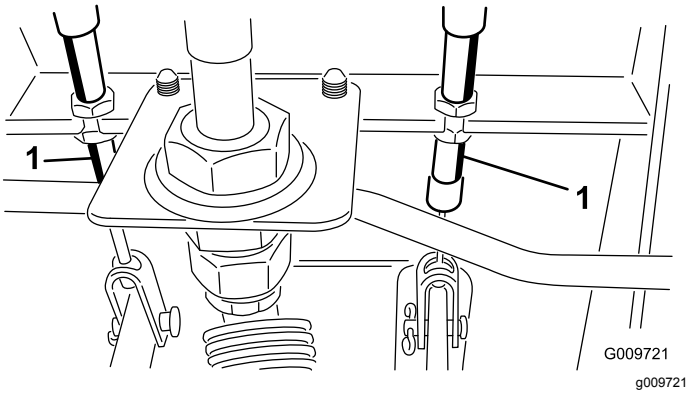

Figur 92
A. Løsn den forreste møtrik på bremsekablets gevind-ende (Figur 92).